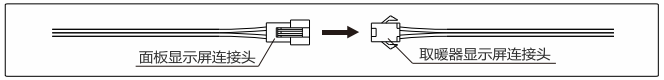

图8
7.2.2 将面板显示屏连接头与取暖器显示屏连接头按图8连接(仅用于C1_TR/C3_TR);